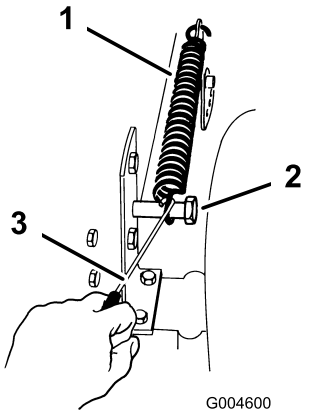

Figura 17
6. Togliete la molla di sollevamento situata tra la staffa di sollevamento destra del tosaerba ed il bullone di fissaggio (Figura 17).
14. Spostate la leva dell'altezza di taglio nella tacca D e agganciate la molla di sollevamento al bullone di ritegno per il rimessaggio (Figura 17).